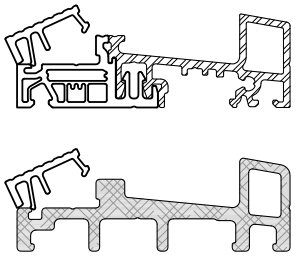

Abb. 1
- Schwellenabdeckung entfernen Abb.1 und beschneiden Abb. 2.